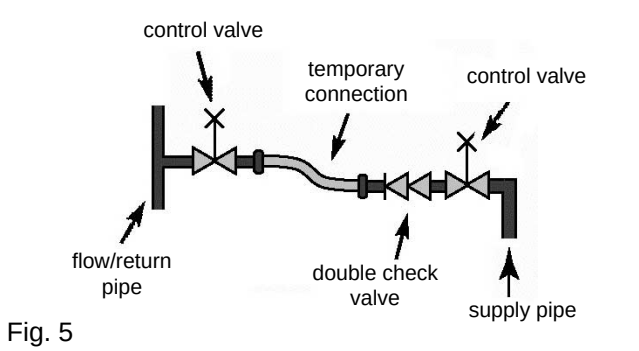

Fig. 5
3.6.6 FILLING POINT (fig. 5)
A method for initial filling of the system and replacing water lost during servicing etc. has been provided. This method of filling must comply with the current Water Supply (Water Fittings) Regulations 1999 and Water Bylaws 2000 (Scotland). Fig. 5 shows a widely accepted method.
A method for initial filling of the system and replacing water lost during servicing etc. must be provided. A typical arrangement is shown in figure 5. You should ensure this method of filling complies with the local water authority regulations.
An alternative method of filling the system would be from an independent make-up vessel or tank mounted in a position at least 1 metre above the highest point in the system and at least 5 metres above the boiler (fig. 5).